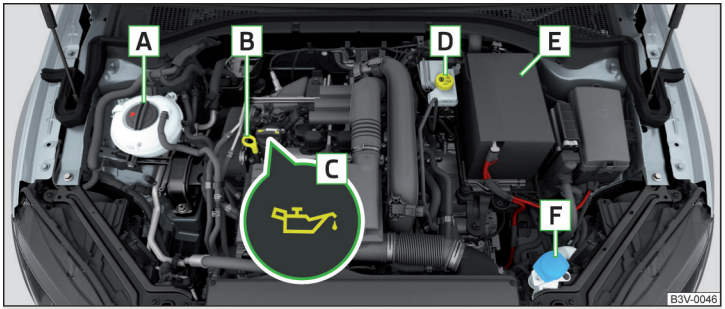

Fig. 210 **Imagen esquemática: Vano motor**
Orden en el vano motor » fig. 210
- › Desenrosque el tapón del orificio de llenado de aceite de motor » fig. 210 *de la pág. 207*.